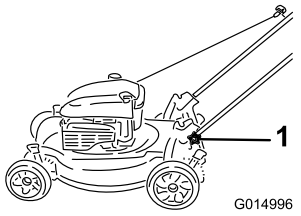

Bild 37
1. Lösen Sie die Holmhandräder, bis Sie den Holm ungehindert bewegen können (Bild 37).